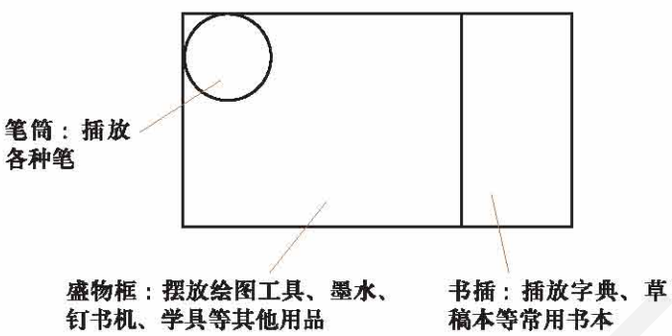

图 3–6 多功能学习用品盒（架）的平面构思
(1) 根据设计课题的要求，借鉴现有信息，形成想法，并逐步加以发展和完善。例如，初步设想了一种卧式的放在书桌角上的多功能学习用品盒（架），它的平面形状如下(图 3–6)。